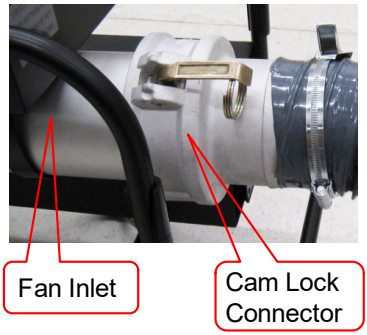

Figure 8. Negative Pressure, High-Flow Setup
c. For negative pressure, high-flow testing, remove the low flow nozzle if it is installed. Then, connect the gray cast aluminum cam lock connector to the inlet side of the blower per Figure 8. Close both cam lock arms at the same time to ensure proper fit.